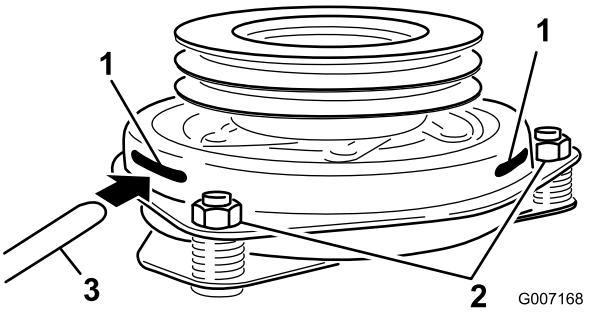

Figur 59
9. För in ett bladmått på 0,381–0,533 mm genom ett av inspektionshålen på sidan av enheten. Se till att bladmåttet förs in mellan beslaget och rotorns friktionsytor (Figur 59).
10. Dra åt låsmuttrarna tills du känner ett motstånd i bladmåttet, men ändå kan röra det inom luftgapet utan problem (Figur 59).